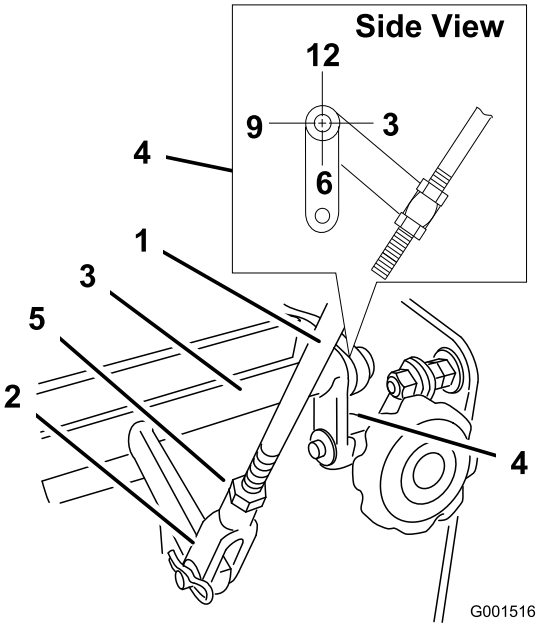

Figura 30
4. Compruebe la orientación de las barras laterales situadas en los extremos de la barra de control de velocidad. Asegúrese de que estas barras están orientadas hacia abajo, en la posición de las 6 aproximadamente (Figura 30).
5. Ajuste la horquilla enroscada del extremo del acoplamiento de control de velocidad hasta que las barras estén en la posición de las 6 (Figura 30).